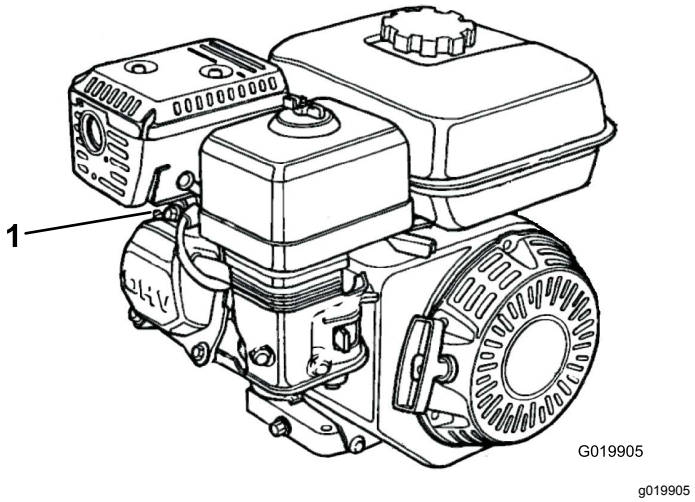

Figur 33
1. Lossa tändkabeln från tändstiftet (Figur 33).